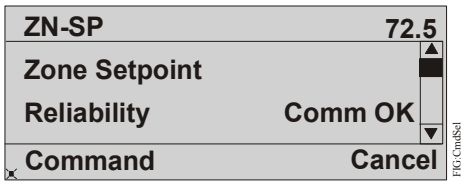

Figure 19: Example of Zone Setpoint Page
4. For details on a particular point, select the point and press Enter. The Focus page for the point appears. Figure 19 is an example of a zone setpoint.